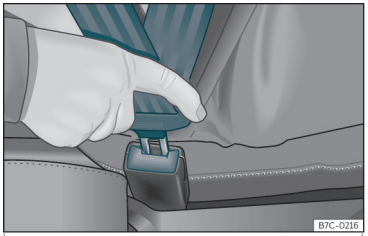

Fig. 9 Insertar la lengüeta del cinturón de seguridad en su cierre.
- Encastre la lengüeta en el cierre del asiento correspondiente››› **fig. 9**.